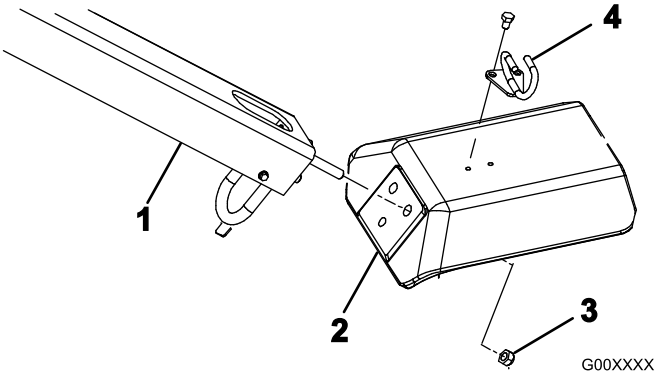

**Figur 4**
2. För in handtagets monteringsbultar i klykans hål (Figur 4).
3. Fäst handtagets bultar vid klykan med de tre fästmuttrarna (1/2 tum) (Figur 4)
5. Montera kabelföraren på klykans ovansida med två bultar (5/16 x 1/2 tum) (Figur 4).